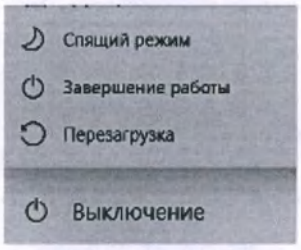

Рисунок 8.16
2.4.13.3 Для выключения ПК (Системный блок) с помощью курсора мыши нажмите кнопку ⊞ в нижнем левом углу экрана монитора, затем нажмите кнопку «Выключение» и «Завершение работы», рисунок 8.16. Дождитесь выключения компьютера.